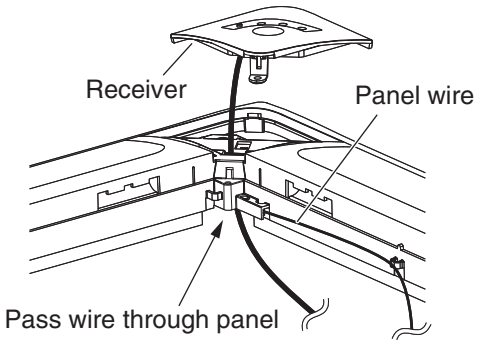

Fig. 3-34
3. Pass the wire from the wireless receiver through the grille. (Fig. 3-34)